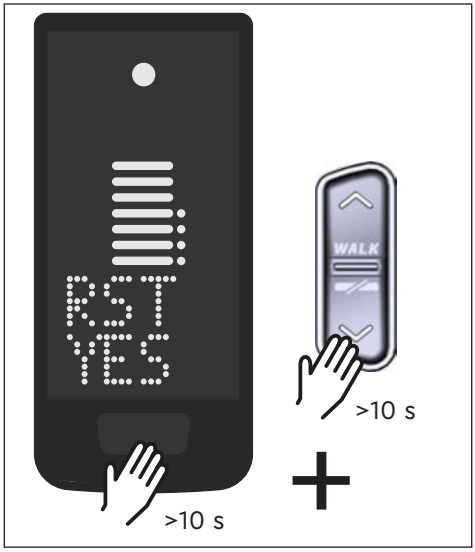

Fig. 10: Terugzetten naar fabrieksinstellingen
- ► Houd de regeltoets op het Display en de regeltoets DOWN op de Remote minstens 10 s ingedrukt. Eerst verschijnt de instelmodus, gevolgd door RESET (zie Fig. 10).